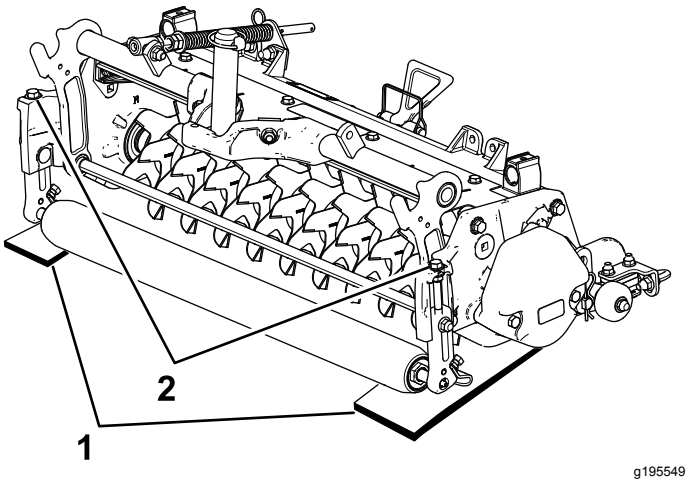

Figura 8
2. Coloque 2 barras de ajuste, cuyo grosor sea igual a la profundidad deseada de penetración en el suelo, debajo de los rodillos delantero y trasero del molinete de verticorte (en cada extremo del molinete) (Figura 8).
3. Gire el perno de ajuste de cada soporte de altura de corte (Figura 8) hasta que las cuchillas de verticorte toquen la superficie nivelada en cada extremo del molinete.